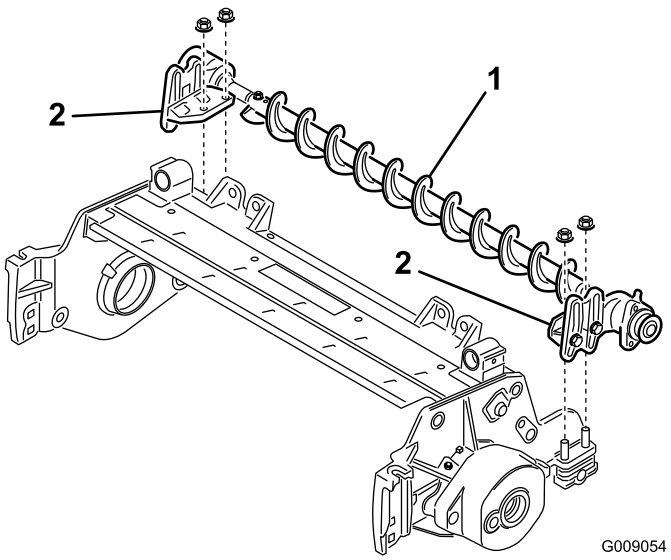

Figura 8
7. Coloque los soportes de montaje del cepillo de rodillo en los pernos de los soportes del rodillo (Figura 8).